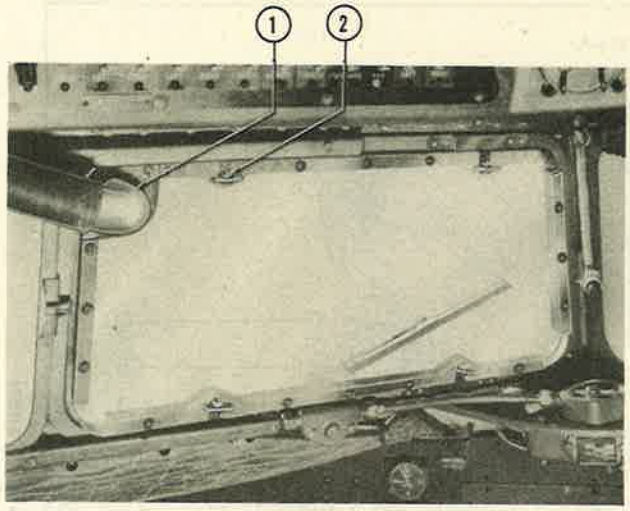

Figure 526—Windshield Defroster Shield Installed
(11) WINDSHIELD DEFROSTING SHIELDS. *(See figure 526.)*